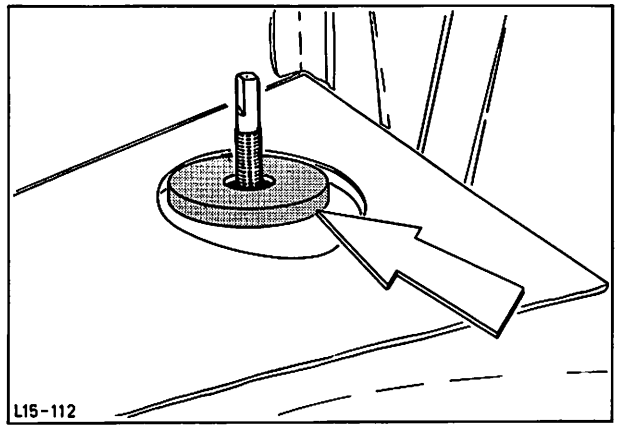

Abb. 178 Gummiring in Bodenblech einsetzen (Limousine gezeigt)
4. Arretiernut und Konusende des neuen Gummiringes mit Seifenlösung benetzen und Gummiring in die Öffnung des Bodenbleches eindrücken. Dabei darauf achten, daß die Arretiernut ringsum einrastet. Abb. 178.